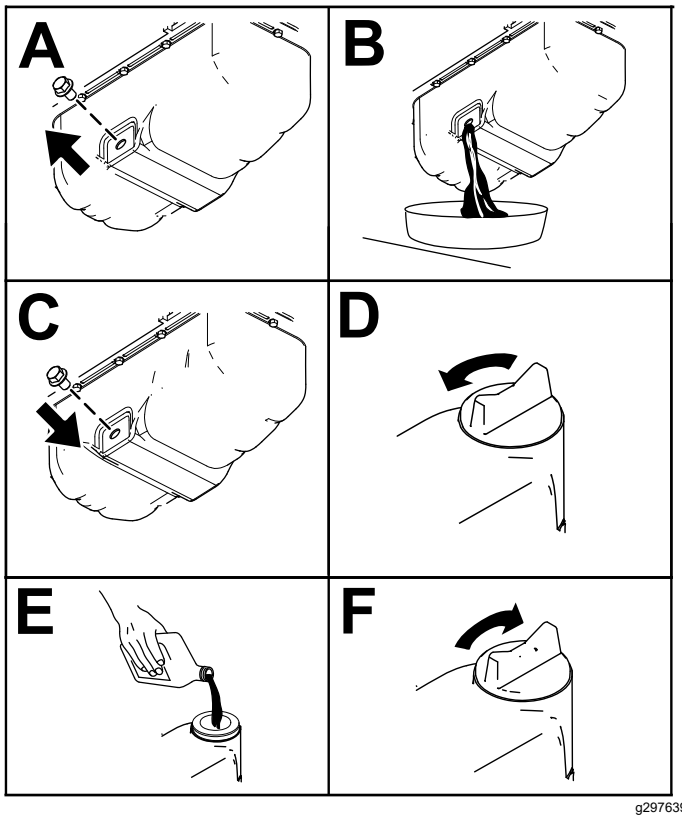

**Bild 50**
3. Wechseln Sie das Motoröl wie in Bild 50 gezeigt.